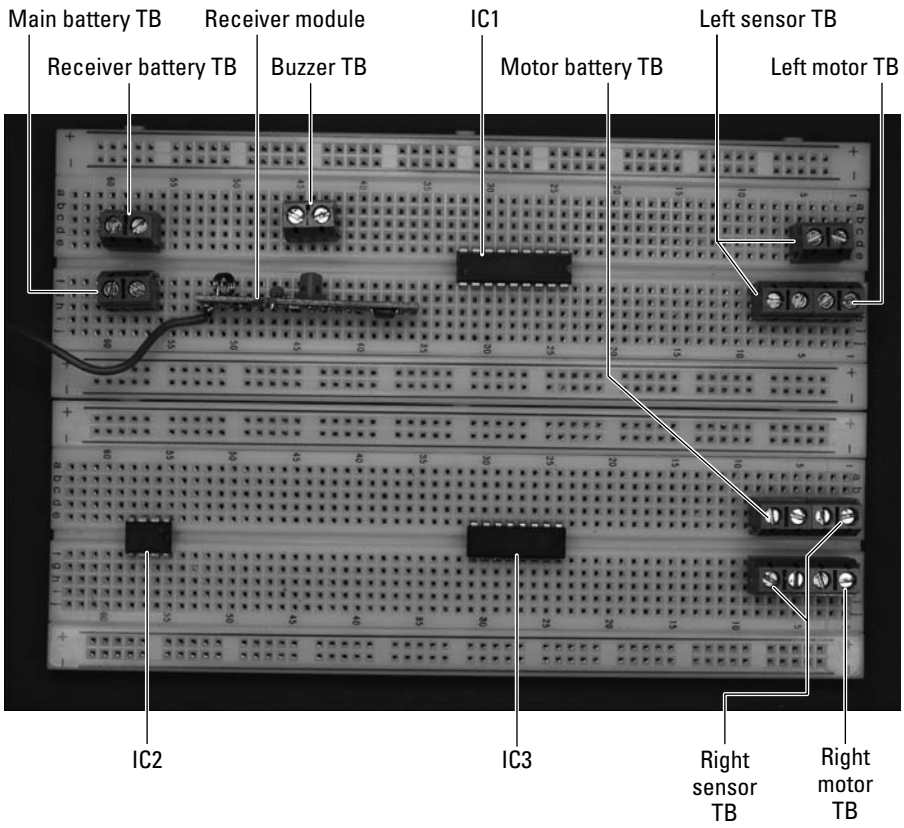

Figure 13-18: Place the ICs and terminal blocks on the breadboard.
2. **Place the HT12D (IC1), the LM555 (IC2), the L293D (IC3), the receiver module, and ten terminal blocks on the breadboard, as shown in Figure 13-18.**